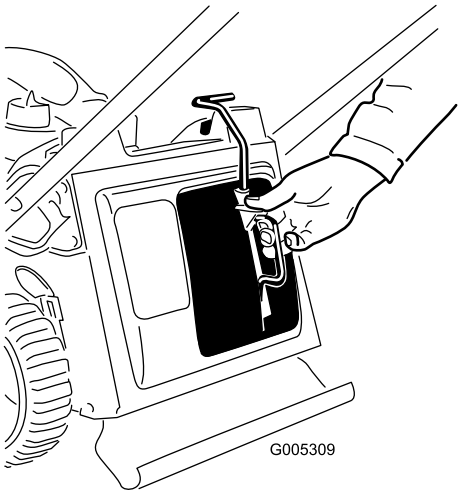

**Figur 27**
1. Fjern kværndækslet (Figur 27).